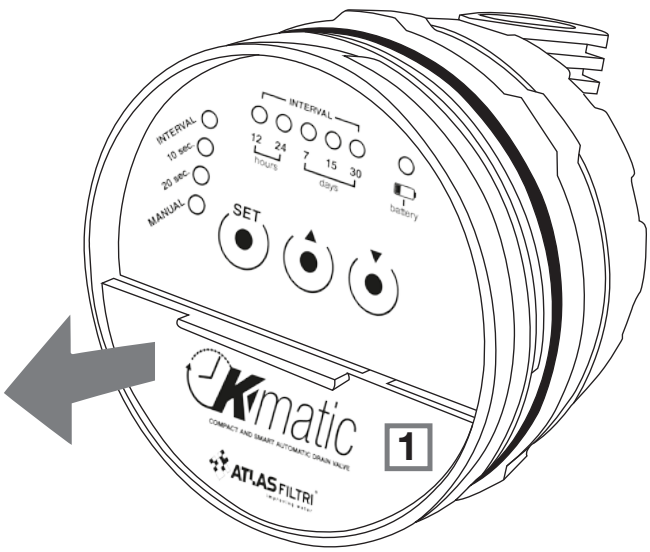

figur 1
- Åpne batterirommet (1), skyv av dekselet som er plassert i den nedre halvdelen av den fremre delen av programmereren (figur 1)